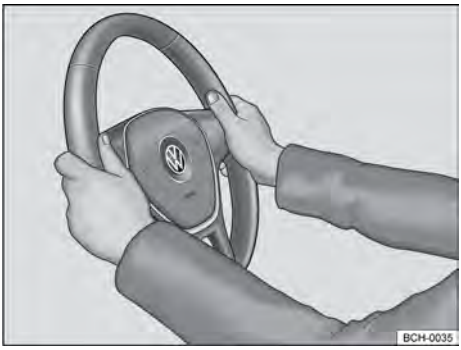

Fig. 66 No volante: posição 9 e 3 horas.
– Ajustar a posição do volante de forma que possa segurá-lo lateralmente pela borda externa *nas posições de 9h e 3h* → Fig. 66 com ambas as mãos e os braços ligeiramente dobrados.
- Empurrar a alavanca ① sempre pelo manípulo com firmeza para cima após o ajuste, para travar a posição do volante.
- Durante a condução, sempre segurar o volante com ambas as mãos lateralmente na borda externa *nas posições de 9h e 3h* → Fig. 66, para reduzir ferimentos causados por um acionamento do airbag frontal do condutor.